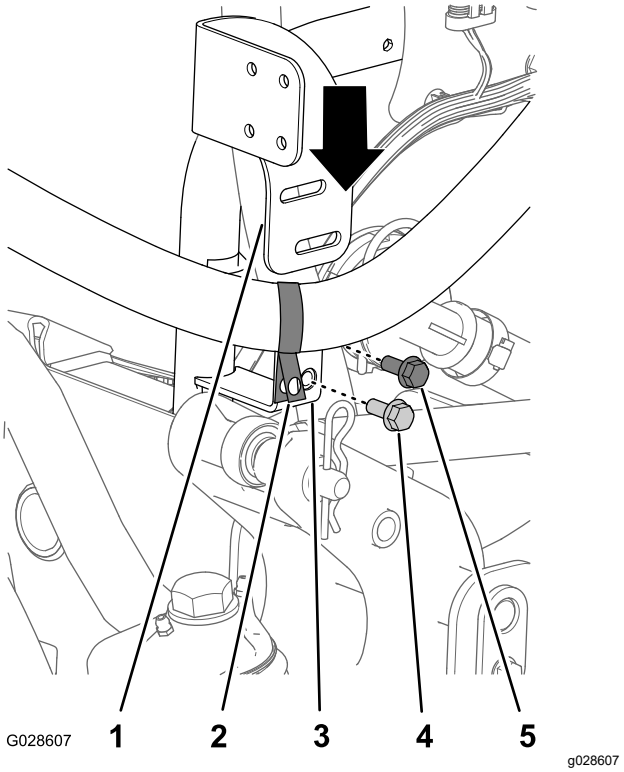

Rysunek 21
1. Odkręć śrubę mocującą zacisk R podpierający wąż do przepustnicy mieszającej ze wspornika na rurze montażowej (Rysunek 21).
2. Ustaw wspornik zaworu pompy strumieniowej pomiędzy zaciskiem R i wężem a wspornikiem rury montażowej (Rysunek 21).
3. Ustaw otwory we wsporniku zaworu pompy strumieniowej równo z otworami we wsporniku rury montażowej (Rysunek 21).
4. W dolnych otworach we wspornikach zamontuj wspornik zaworu pompy strumieniowej z otworami we wsporniku rury montażowej (Rysunek 21) za pomocą śruby z łbem kołnierzowym (5/16 x ¾ cala).
5. W górnych otworach we wspornikach zamocuj zacisk R i wspornik zaworu pompy strumieniowej do wspornika rury montażowej za pomocą śruby wykręconej w kroku 1 (Rysunek 21).